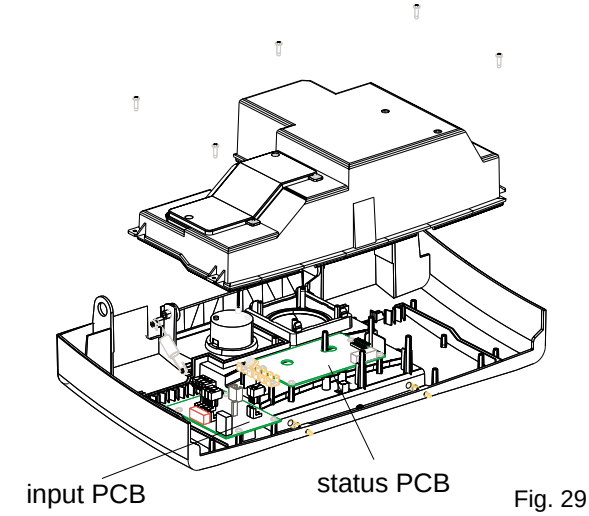

Fig. 29
6.21 INPUT PCB & STATUS PCB (fig. 29)